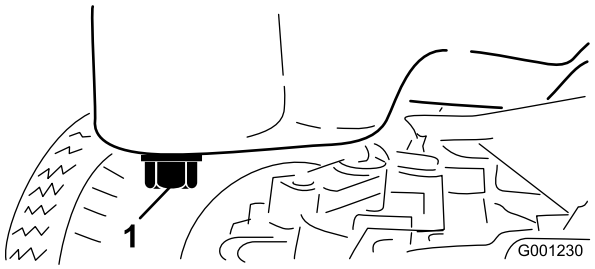

Figur 49
3. Stil en dræningsbakke under oliesumpen og på linje med aftapningsproppen (Figur 49).